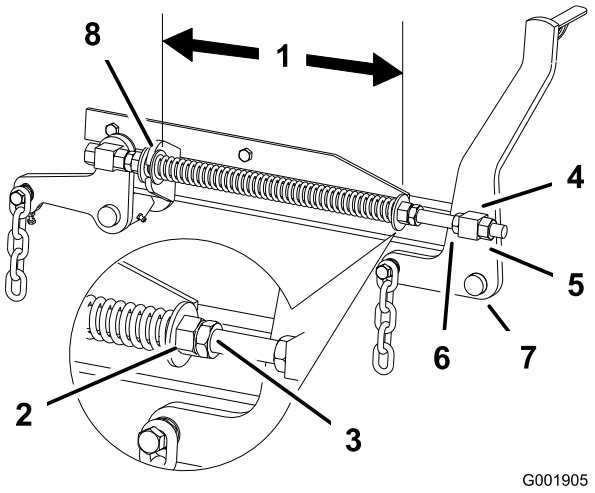

Figur 80
2. Kontrollera avståndet mellan de två stora brickorna; det måste vara 29,2 cm (Figur 80).
3. Justera det här avståndet genom att lossa fjäderkontramuttern och vrida muttern framför respektive fjäder (Figur 80). Vrid muttern medsols för att förkorta fjädern eller motsols för att förlänga fjädern.
4. Lås muttern på plats genom att dra åt fjäderkontramuttern (Figur 80).